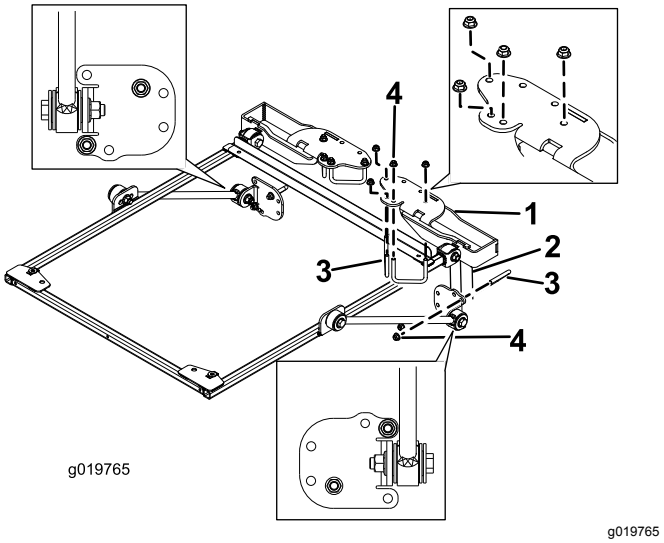

Figura 15
9. Coloque los soportes de montaje del ROPS encima de la barra antivuelco de la unidad de tracción (Figura 15).
10. Usando los taladros de montaje indicados en Figura 15, monte cada soporte en la parte superior de la barra antivuelco con 2 abrazaderas (2¾") y 4 tuercas con arandela prensada.
11. Usando los taladros de montaje indicados en Figura 15, sujete provisionalmente cada uno de los soportes de los tirantes a los postes de la barra antivuelco con 1 abrazadera (2¾") y 2 tuercas con arandela prensada.